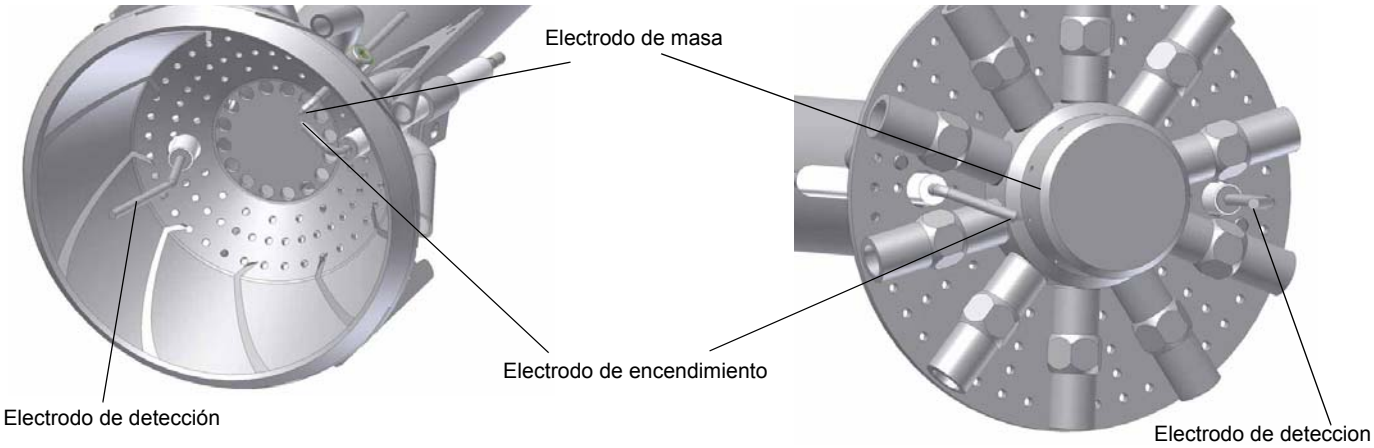

Fig. 52
- Limpie y controle los electrodos de encedidio y deteccion (véase Fig. 52). Controle la señal de detección, siga el esquema de la Fig. 52.
Controlar que la distancia entre el electrodo de encendido y la tierra sea de **4÷5 mm**. (ver Fig. 52).